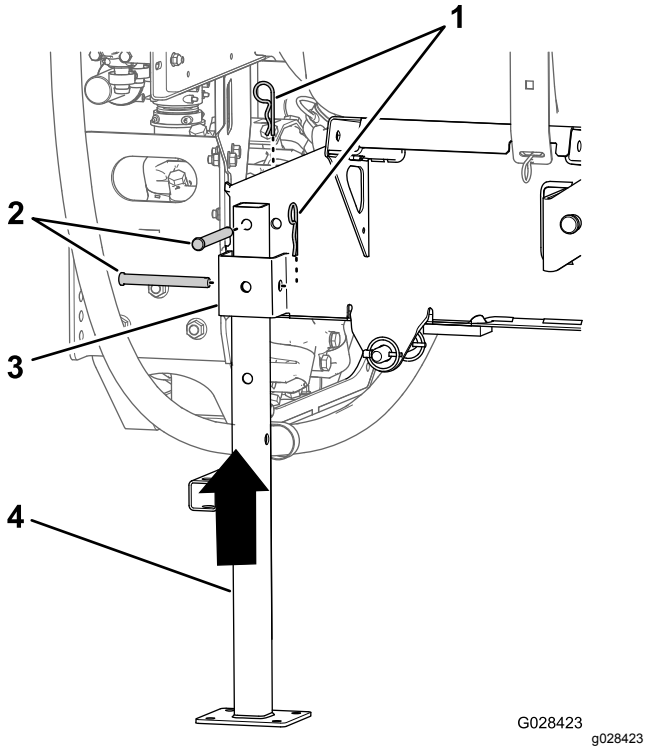

Figur 134
5. Rikta in den bakre domkraften med det bakre domkraftsstödet (Figur 134).
6. Rikta in hålet längst upp på domkraften med hålet i tankplattformens ram (Figur 134)
7. Sätt fast domkraften på stödet och ramen med två sprintbultar (½ x 4½ tum) och två hårnålssprintar (5/32 x 2⅝ tum) i enlighet med Figur 134.